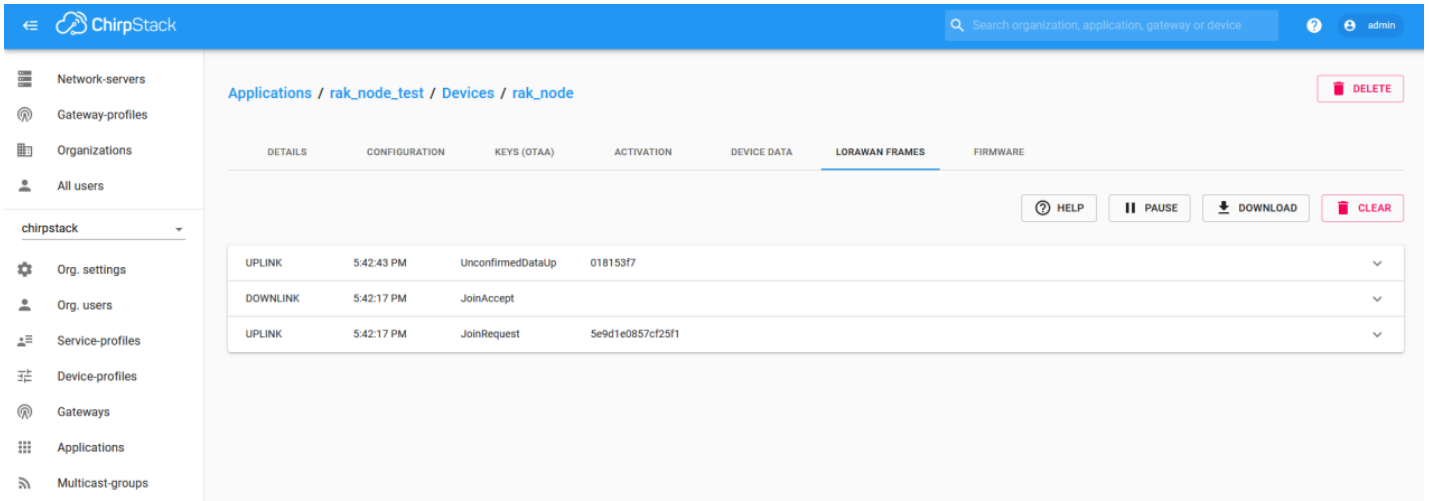

Figure 43: Chirpstack Data Received Preview
- On the ChirpStack platform, you should also see the messages in the LORAWAN FRAMES tab as shown in Figure 43. Note, by convention, messages sent from nodes to gateways are considered as **Uplinks** while messages sent by gateways to nodes are considered as **Downlinks**.